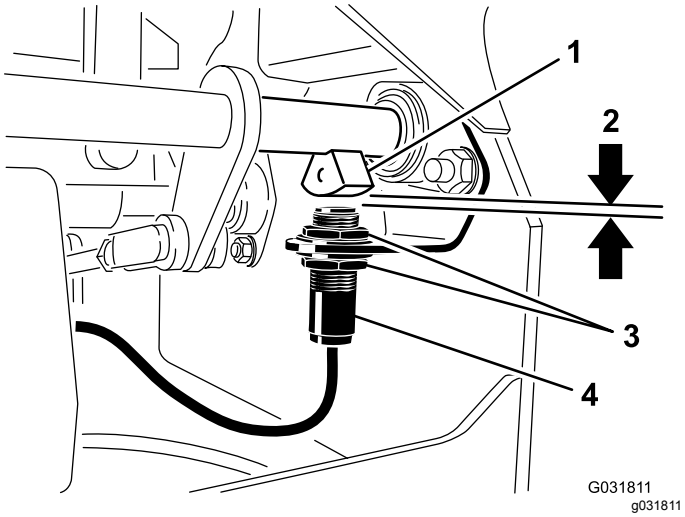

Bild 45
4. Schieben Sie den Schalter an der Halterung nach oben oder unten, bis der Abstand zwischen dem Bremswellensensor und dem Schalterplunger 4 mm beträgt, wie in Bild 45 abgebildet.